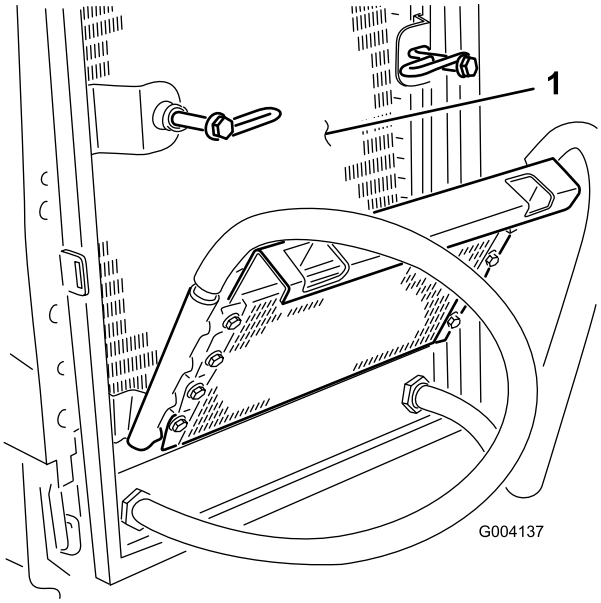

Figur 65
6. Rengjør begge sidene av oljekjøleren og radiatoren (Figur 65) grundig med trykkluft.